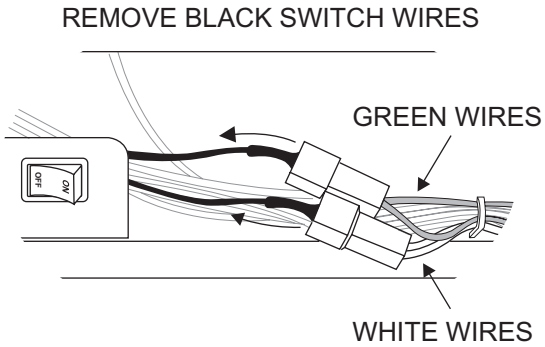

Figure 18
"IP" Valve - Locate the two 5-1/2-inch long black wires connected to the ON/OFF switch. Disconnect these two black wires at the green and white wire connections. Attach the flag terminals (the low voltage wire assembly found in the Instruction Packet) to the green and white wire connections. See Figures 18 and 19.
b. For IP valve connections, locate the green and white wires from the control module, then connect the switch wire flag terminals to the green and white wire terminals. **See Figures 18 and 19.**
2b. Attach the flag terminals to the green and white wire terminals located in the bottom of the insert near the gas valve. **See Figures 18 and 19.**